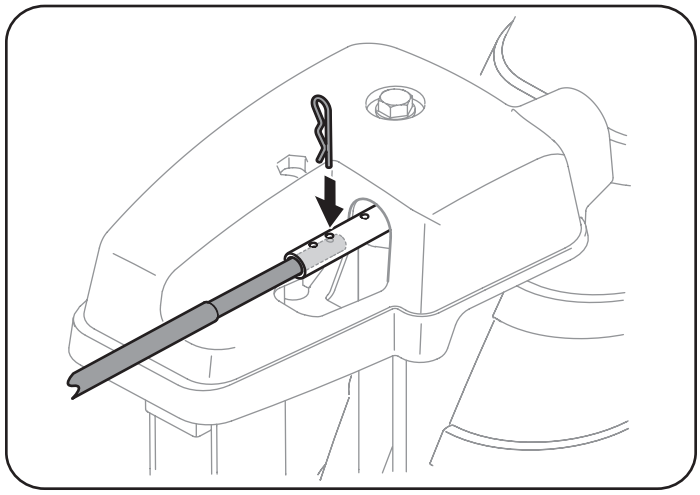

Figura 39
6. Oprima la varilla de control del canal hacia el panel de control hasta que el orificio de la varilla quede alineado con el orificio del medio de la entrada del control del canal e inserte el pasador de chaveta (a) que extrajo en el Paso 1. Consulte Figura 39.